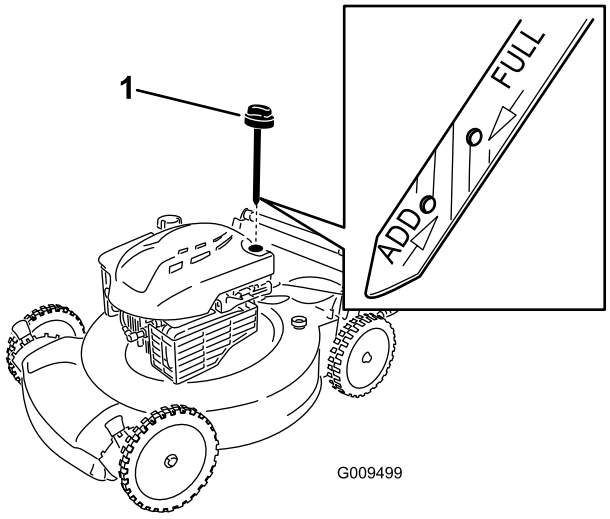

Figur 5
2. Tag målepinden ud (Figur 5), og hæld olie i påfyldningsrøret, indtil ca. 3/4 af krumtaphuset er fyldt.
5. Tag målepinden ud, og kontroller oliestanden på målepinden. Se Figur 5.